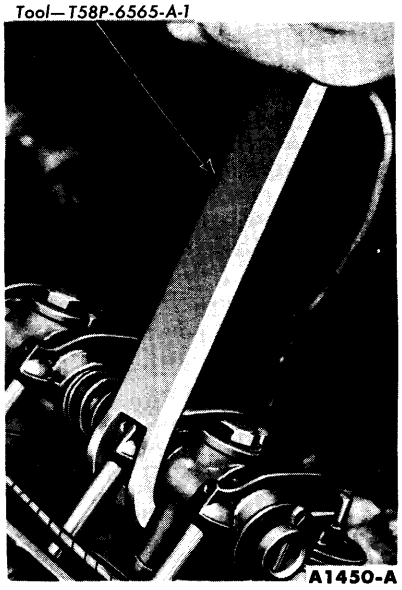

FIG. 42—Bleeding Down Hydraulic Valve Lifter
4. Position the hydraulic lifter compressor tool on the applicable rocker arm and slowly apply pressure to bleed down the hydraulic lifter until the plunger is completely bottomed (Fig. 42). Remove the push rod.